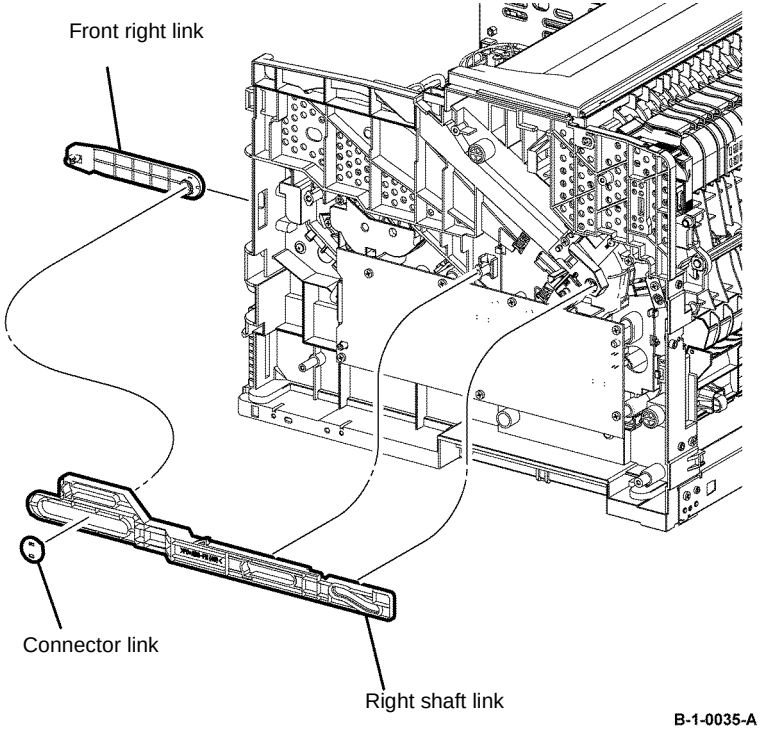

Figure 2 Right shaft link removal
9. From the right shaft link, release the hook on the link connector, that fixes the right front link, then remove the link cover, Figure 2.
10. Release the right shaft link from the hook on the printer, then remove the right shaft link, Figure 2.